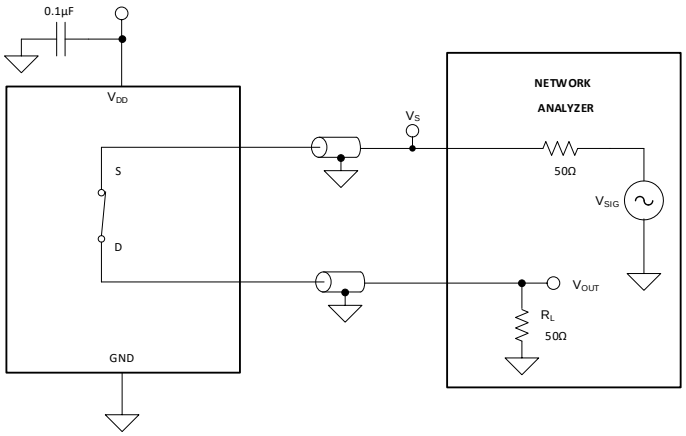

図 16. Bandwidth Measurement Setup
Bandwidth is defined as the range of frequencies that are attenuated by less than 3 dB when the input is applied to the source pin (Sx) of an on-channel, and the output is measured at the drain pin (D) of the device. 図 16 shows the setup used to measure bandwidth.